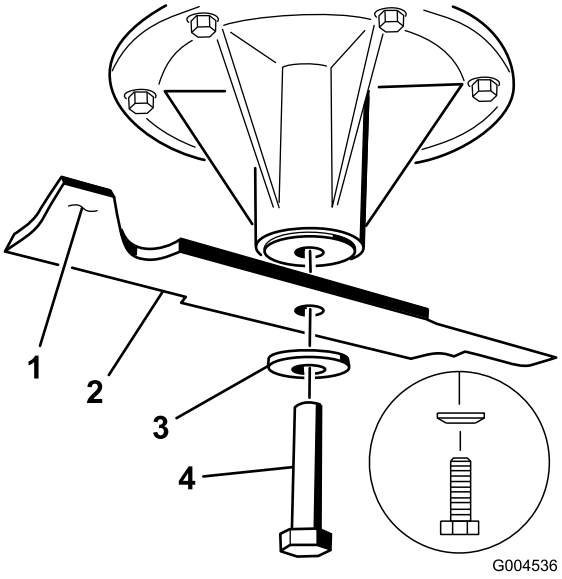

Figure 82
1. Placez la lame sur l'axe (Figure 82).
2. Installez la rondelle élastique et le boulon de la lame. Le côté bombé de la rondelle élastique doit être dirigé vers la tête du boulon (Figure 82). Serrez le boulon à un couple de 115 à 150 Nm (85 à 110 pi-lb).